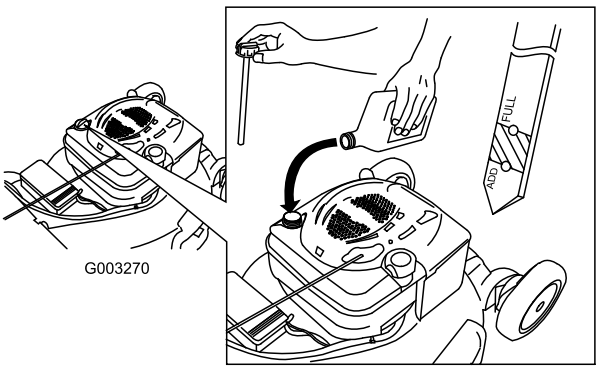

Figur 38
4. Hell olje **sakte** inn i oljepåfyllingsrøret til oljenivået når Full-merket på peilestaven (Figur 38). **Ikke fyll på for mye.** (Maks. påfyll: 0,59 l, type: rensende SAE 30-olje med API-serviceklassifisering SF, SG, SH, SJ, SL eller høyere.)